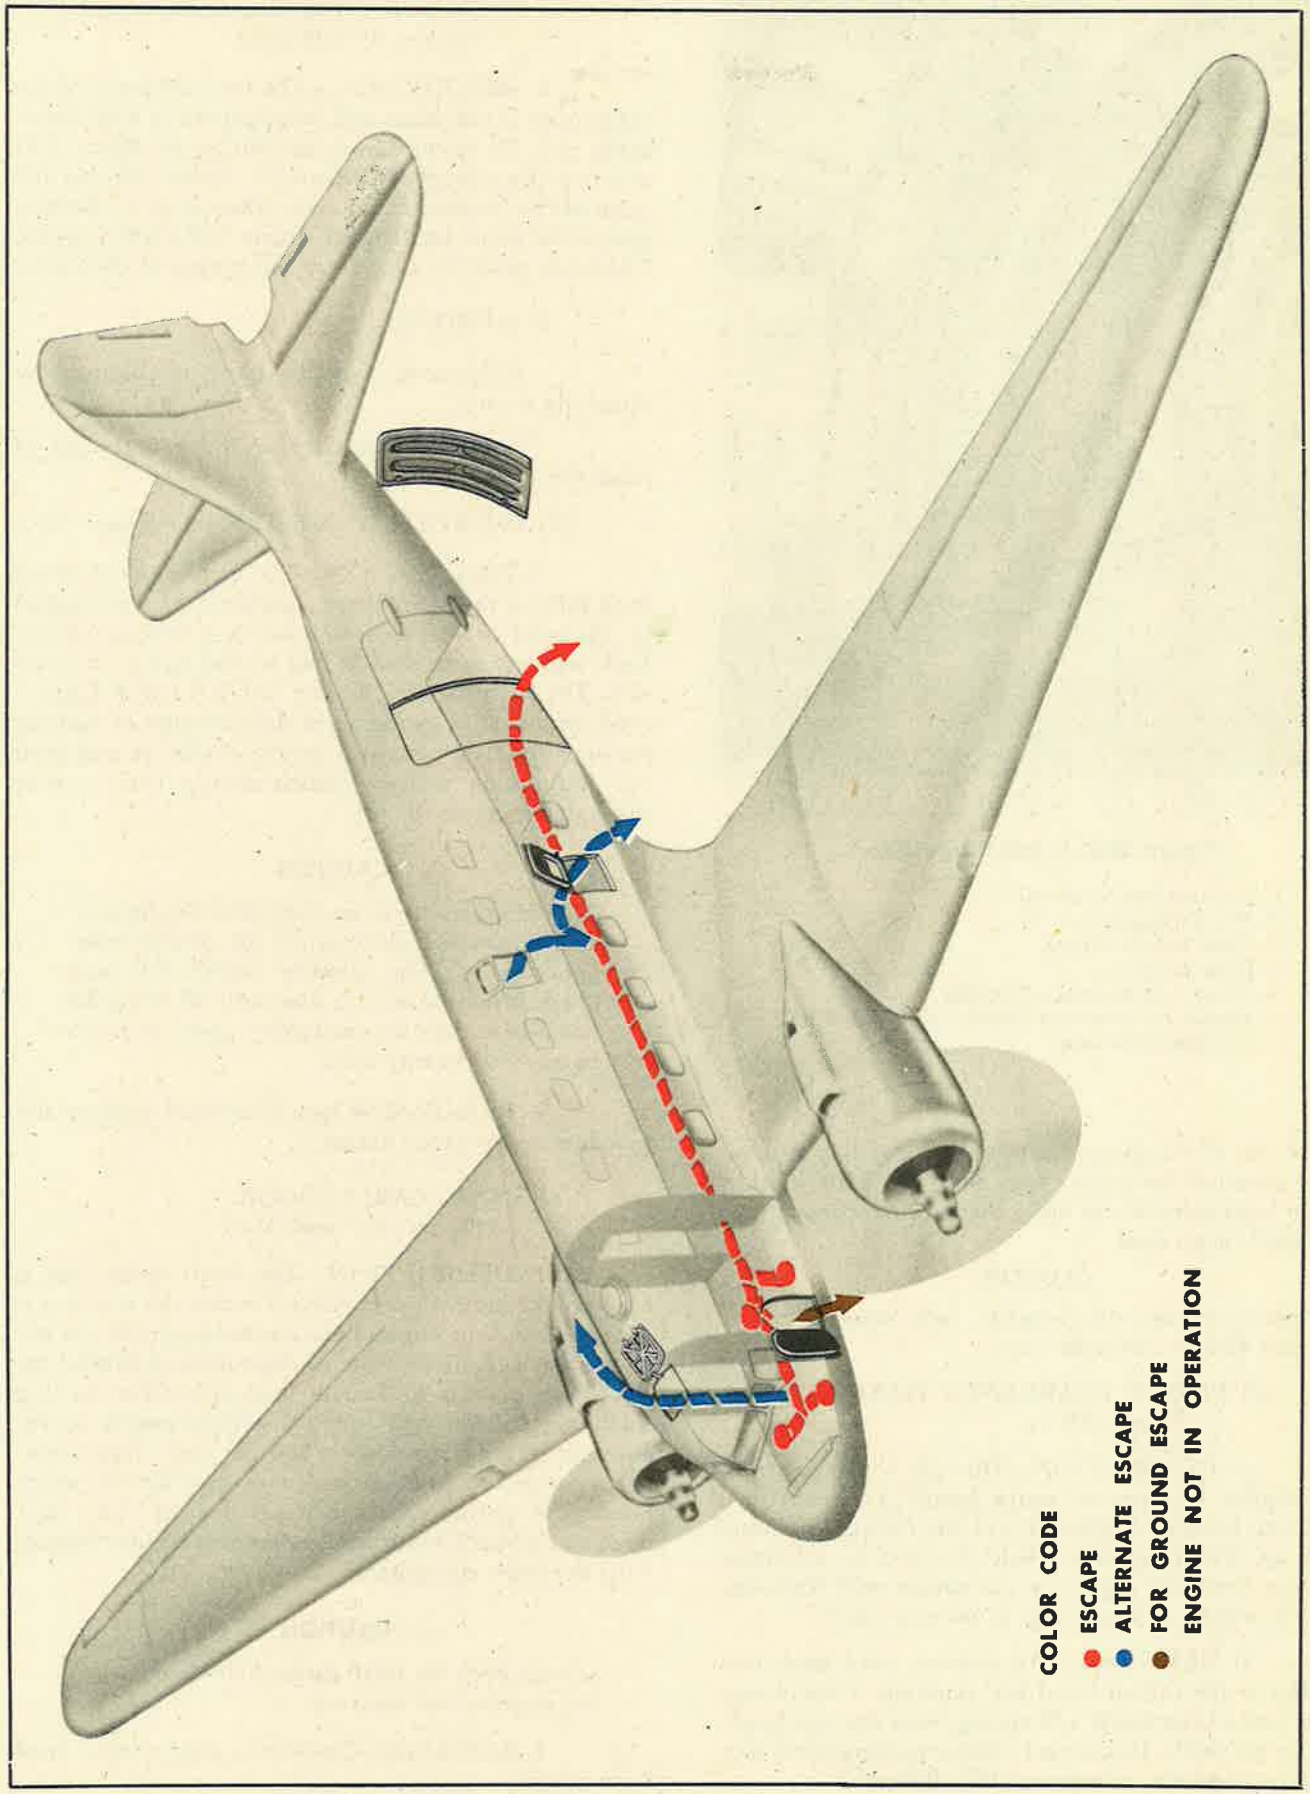

Figure 507—Emergency Exits
(1) EMERGENCY EXITS. *(Figure 507.)*
(b) PILOTS' EMERGENCY HATCH. *(Figure 507.)*
(c) EMERGENCY PANEL, CARGO DOOR. *(Figures 507 and 508.)*
(d) EMERGENCY WINDOWS. *(Figure 507.)*
(e) SMALL CARGO DOOR. *(Figures 507 and 510.)*